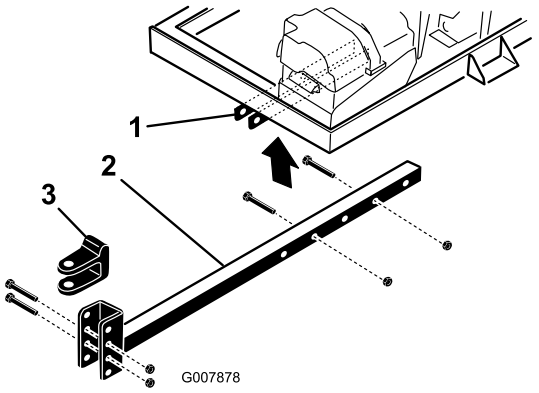

**Figur 4**
2. Sæt røret til bugsertrækket i stelbeslagene (Figur 4). Fastgør røret til stellet med to bolte (3/8 x 3 tommer) og flangemøtrikker (3/8 tomme).
- Fjern de bolte og låsemøtrikker, der fastgør bugsertrækkets gaffelbolt (Figur 4) til bugsertrækkets rør.
- Fjern de bolte og møtrikker, der fastgør bugsertrækkets rør til stelbeslagene (Figur 4).